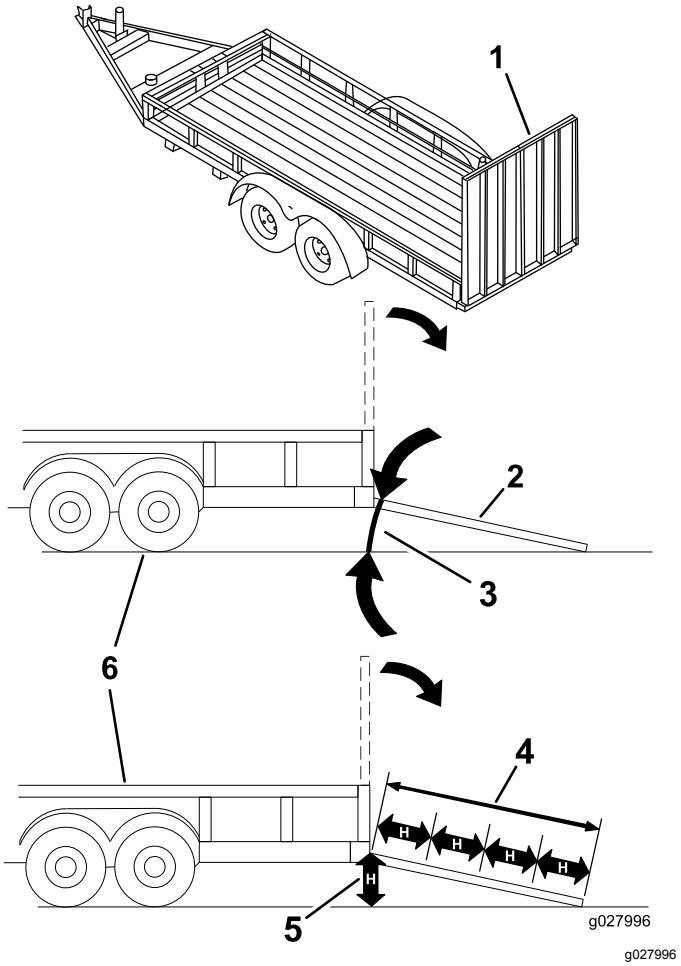

Figure 44
Le chargement de la machine sur une remorque ou un camion augmente le risque de basculement, et donc de blessures graves ou mortelles (Figure 44).
3. Abaissez la rampe pour que l'angle avec le sol ne dépasse pas 15 degrés (Figure 44).
1. Abaissez la rampe pour que l'angle avec le sol ne dépasse pas 15 degrés (Figure 44).